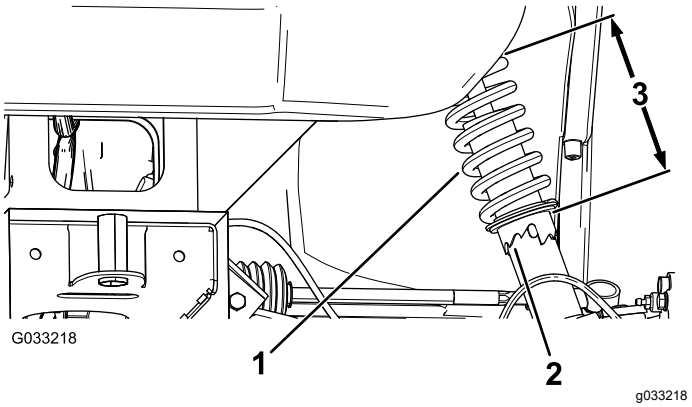

Figura 48
2. Se o alinhamento da roda estiver desalinhado, utilize a chave de aperto para rodar o anel na mola amortecedora para alinhar a roda (Figura 48).